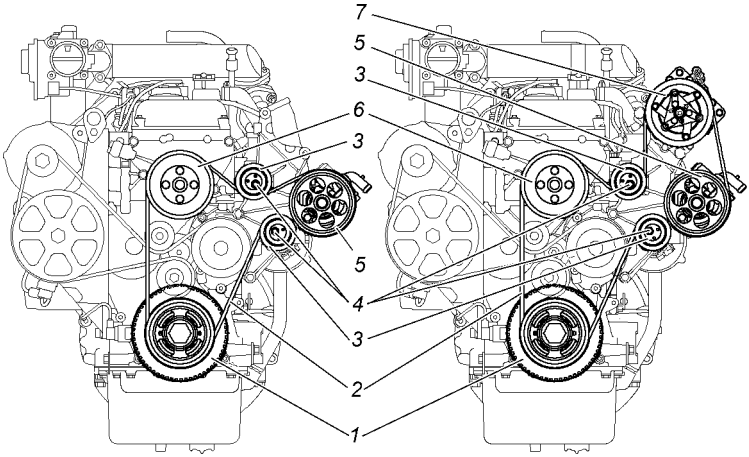

Рис. 9.14. Ремень привода вентилятора, насоса гидроусилителя рулевого управления и компрессора кондиционера:
- ослабьте болт 4 (рис. 9.14) ;